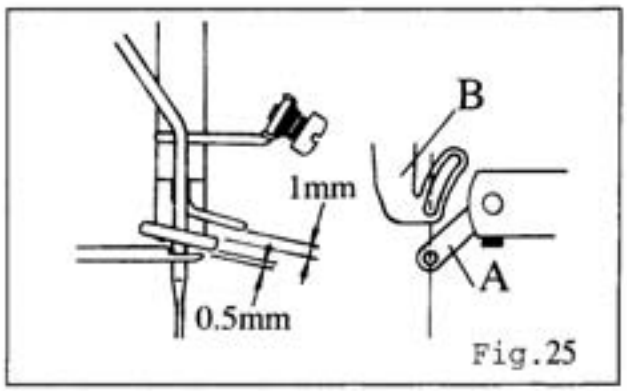

Fig.25
1. 把针棒降到最低，此时上网线导线片(A)与上网线导线板(B)的间隙为1mm,而导线板(B)与上勾针的间隙为0.5mm，且上网线导片(A)的导孔与上网线导线板(B)的长沟、上勾针针尖的弯处，三者必须对齐。（图25）
1. Please move the Needle Bar to its lowest position, adjust the clearance between Thread Guide Pin (A)and Thread Guide Plate (B) to 1mm. In the meantimes, adjust a clearance between Thread Guide Plate (B) and Spreader to 0.5mm.
Please make sure that the concavity of the Spreader align with the thread hole of Guide Pin(A) and the groove of Guide Plate (B). (Fig 25)